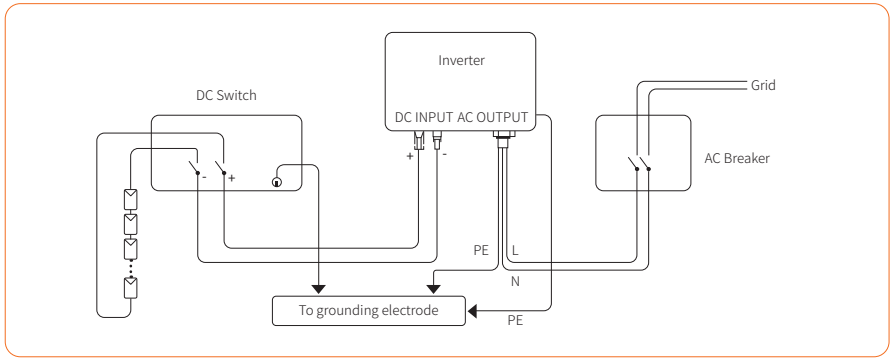

Figure 4-15
① The DC switch of Sunways inverter is optional. Local standards or codes may require that PV systems are fitted with an external DC switch on the DC side. The DC switch must be able to safely disconnect the open-circuit voltage of the PV array plus a safety reserve of 20%. Install a DC switch to each PV string to isolate the DC side of the inverter.
② The DC switch has to be certified by AS 60947.3:2018 and AS/NZS IEC 60947.1:2020. The Max.current of the DC switch matched by STS-3-6KTL inverter is no less than 30A and for STS-3-6KTL-P inverter is no less than 40A. We recommend the following electrical connection,as shown in Figure 4-15: